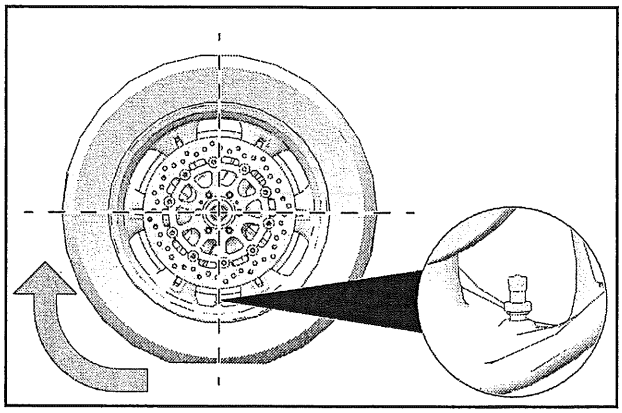

Fig. 1
6. Use tire valve stem as a reference. Rotate wheel in a CLOCKWISE rotation as viewed from belt side of motorcycle until valve stem is at the bottom. (Fig. 1)